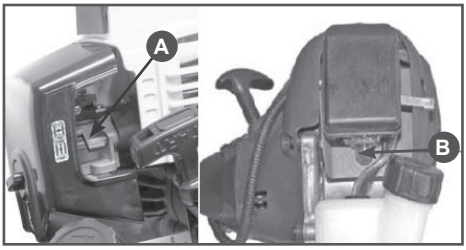

Рис. 8 Органы управления на двигателе
3. Закройте воздушную заслонку карбюратора. Для этого рычаг А (Рис. 8) управления воздушной заслонкой установите в верхнее положение «ЗАКРЫТО».
4. Прокачайте топливо через карбюратор. Для этого нажимайте (примерно 8-10 раз) на ручной топливный насос В (Рис. 8) до появления в насосе топлива и возникновения сопротивления при нажатии.